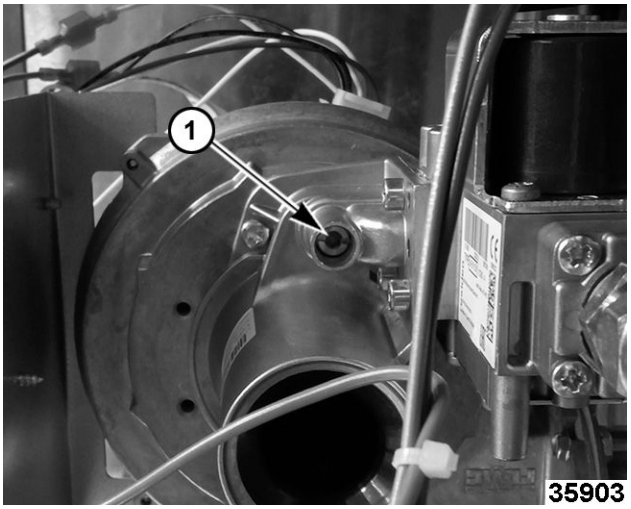

**Fig. 52**
**Throttle Screw Adjustment, (1, Fig. 52)**